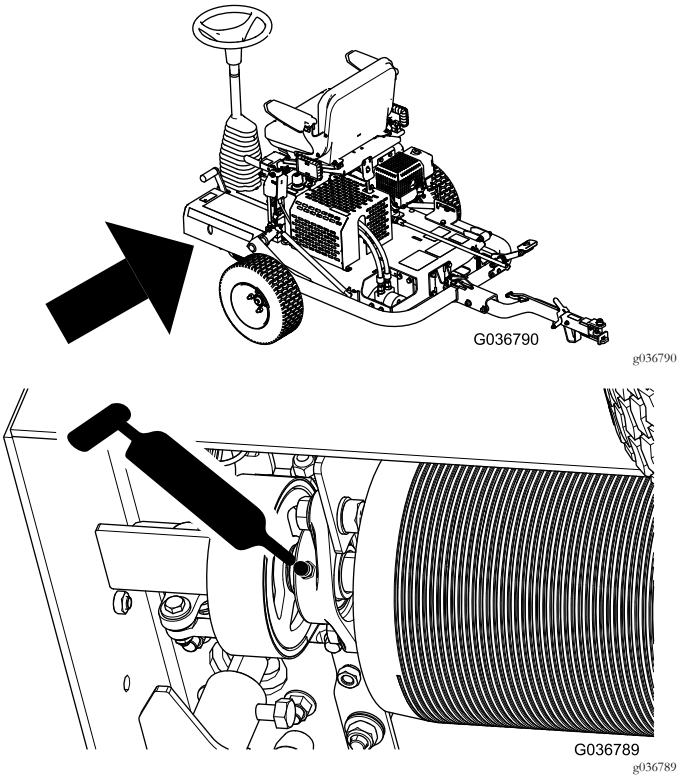

Figur 30
2. Pump smørefett inn i smørenippelen som vist i Figur 30.